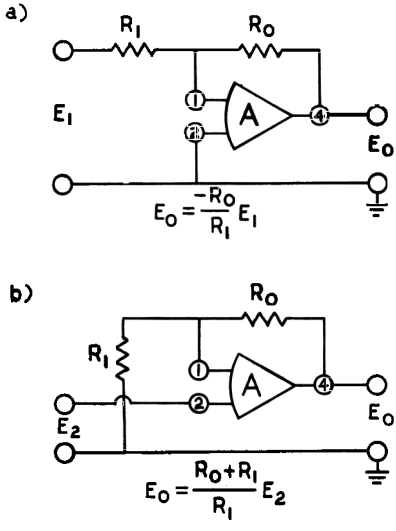

Fig. 11. Basic Amplifier Circuits: a) Inverting. b) Non-inverting.
Fig. 11 shows the connections and the gain equations for two basic feedback circuits. The application of negative feedback around the ideal operational amplifier results in another important summing point restraint: The voltage appearing between the differential amplifier inputs, pins (1) and (2), approaches zero when the feedback loop is closed.
Consider either of the two circuits shown in Fig. 11. If a small voltage,